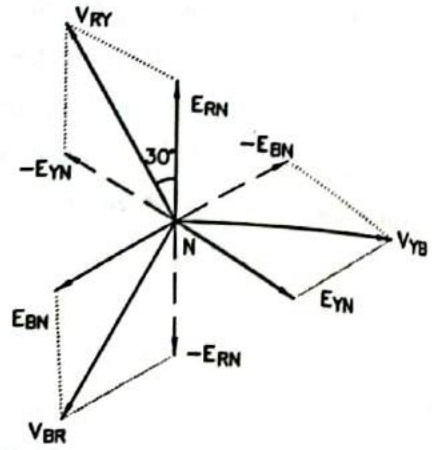

FIG. 2.82 : PHASOR DIAGRAM FOR LINE VOLTAGE AND PHASE VOLTAGES IN STAR CONNECTION
- This is shown in Fig. 2.82. For example, $V_{RY}$ is found by adding $E_{RN}$ and $E_{YN}$ reversed and its magnitude is given by the diagonal of the parallelogram.